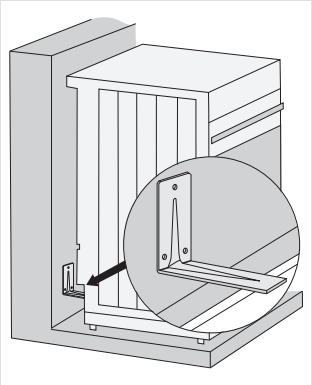

рис. 1
- Повністю відкривши дверцята духовки, розверніть петлі назад(рис. 1)
- Розмістіть короткий кінець куточка відповідно до позначки на стіні. Довший кінець кронштейна повинен торкатися верхньої поверхні профілю в задній частині приладу (рис. 1).